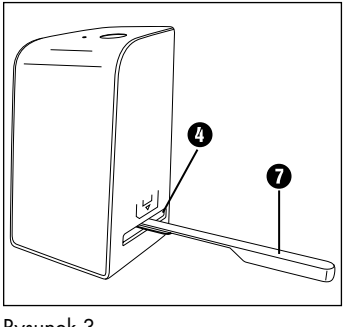

Rysunek 3
- Oczyść powierzchnię podświetlenia wewnątrz urządzenia za pomocą szczoteczki do czyszczenia ❼. Wsuń w tym celu szczoteczkę do czyszczenia powierzchnią czyszczącą skierowaną do dołu tylko w prawą prowadnicę ❹ (patrz rysunek 3).